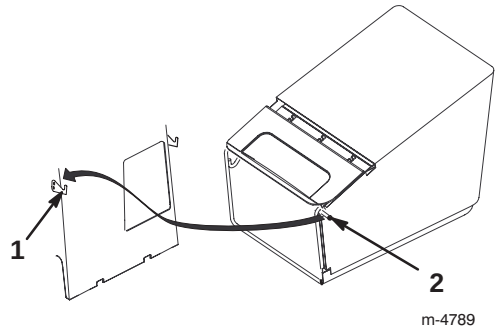

Figuur 16
5. Hang de pennen van het graszak-frame aan de maaidekhaken, zoals wordt getoond in Figuur 16.
4. Til de pennen van het graszak-frame omhoog uit de maaidekhaken en uit de opening zoals wordt getoond in Figuur 16.